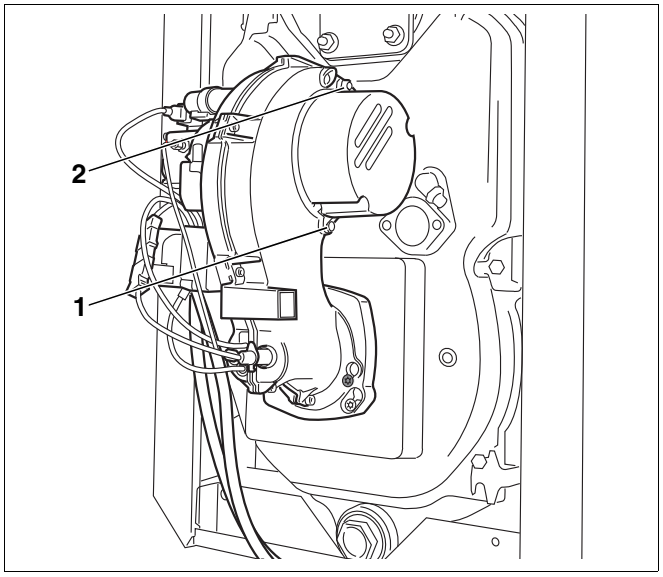

*Рис. 23 Осмотр крыльчатки вентилятора*
- Открутить два болта с внутренним шестигранником SW 5 (Рис. 23, **поз. 1** и **2**).